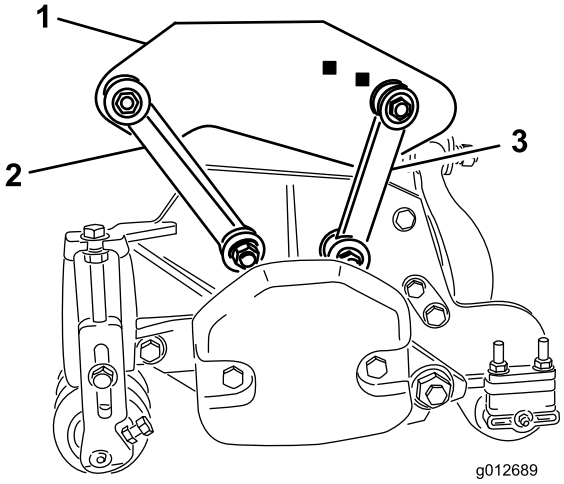

Figur 19
- Fastgør de forreste monteringsled til bærerammens huller med en bolt (3/8 x 2-1/4 tomme), 2 flade spændeskiver og en låsemøtrik som vist i Figur 19. Placer en spændeskive på hver side af leddet, når det monteres. Tilspænd fastgørelsesanordningerne til 42 N·m.
- Fastgør de bageste monteringsled til bærerammens bageste huller med en bolt (3/8 x 2-1/4 tomme), 2 flade spændeskiver og en låsemøtrik som vist i Figur 19. Placer en spændeskive på hver side af leddet, når det monteres. Tilspænd fastgørelsesanordningerne til 42 N·m.